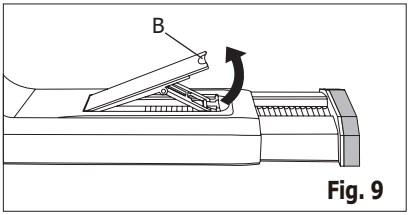

Fig. 9
1. Ouvrez le châssis de la fenêtre et soulevez le levier de verrouillage du kit de glissière de fenêtre (Fig. 9)